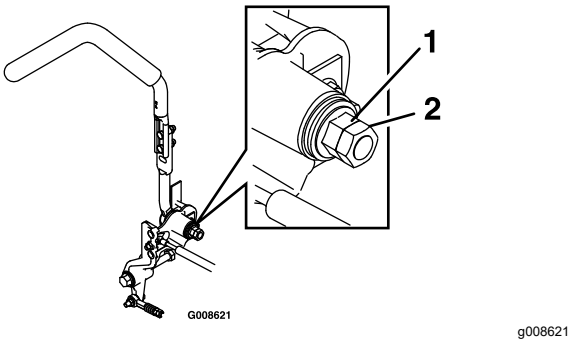

Figuur 63
2. Draai de contramoer los (Figuur 63).